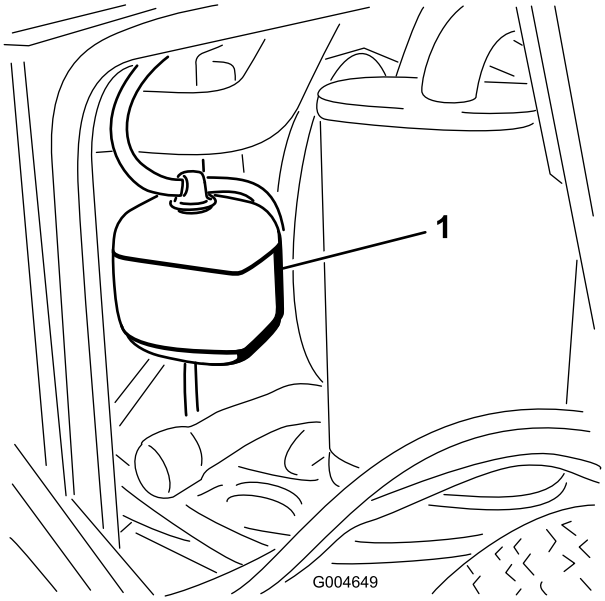

Figura 46
1. Compruebe el nivel de refrigerante en el depósito de expansión (Figura 46).